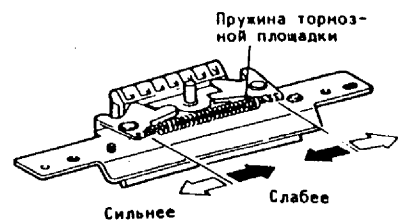

Рис.2. Регулировка усилия на тормозной площадке
5. (Рис.2): Отрегулировать усилие на пружине тормозной площадки.